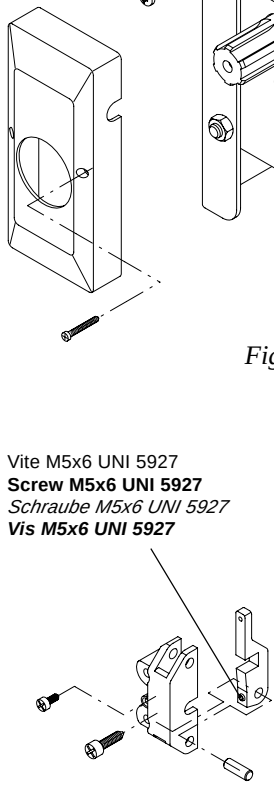

Fig.15
- Premontare il supporto S1 (fig. 15).
- **Assemble the support S1 (fig. 15).**
- *Die Stütze S1 zusammensetzen (Bild 15).*
- ***Prémonter le support S1 (fig. 15).***